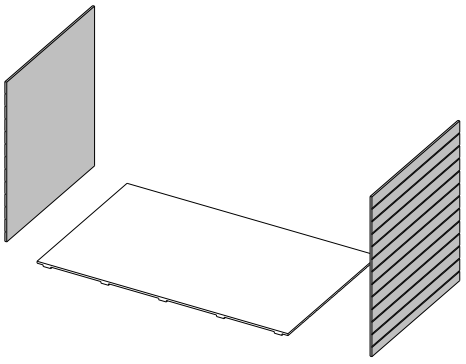

Fig 4
d) Unscrew any screws fixing the contents to the sides of the crate and remove the sides of the crate, see figure 4.